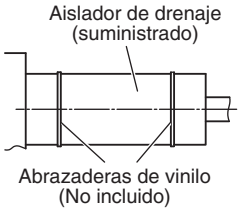

Fig. 3-9
(2) Después de haber conectado con seguridad el tubo de drenaje, envuelva la empaquetadura suministrada y el aislador del tubo de drenaje, y por último, asegúrelo con las abrazaderas de vinilo. (Fig. 3-9)